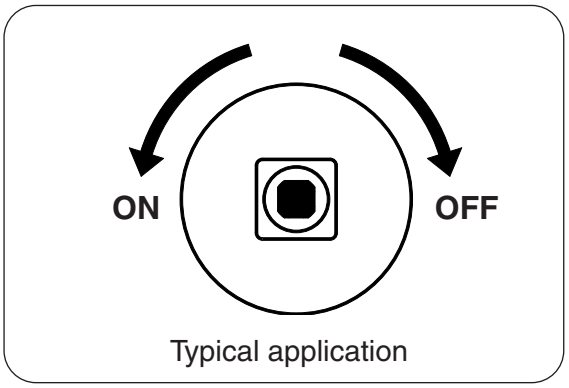

Fig. 14-2
4. **Once the flame is in position,** slowly turn the key valve counter-clockwise toward the **ON** position until it no longer rotates (see Fig. 14-2). Your burner should light.
To extinguish your gas burner, turn the key valve clockwise toward the **OFF** position until it no longer rotates (see Fig. 14-2). Be sure the key valve is turned fully off to avoid any gas leakage.